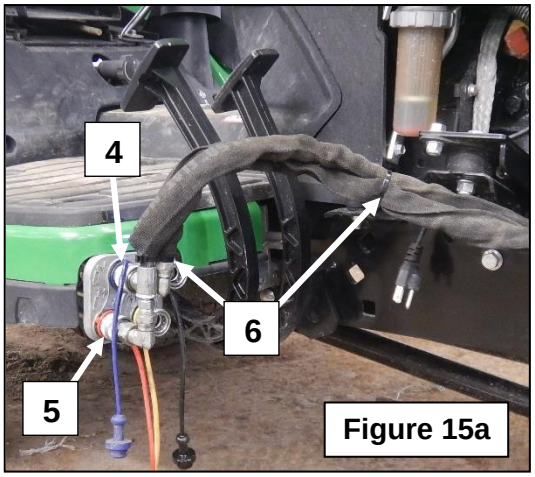

Figure 15a
3. **Figure 15a:** Insérer les anneaux de couleur bleu (item 4) et les anneaux de couleur rouge (item 5) aux endroits indiqués sur la figure 15a.
4. **Figure 15a:** Fixer les deux boyaux hydrauliques avec deux attaches de nylon 8" lg. x 4.8mm (item 6) aux endroits indiqués sur la figure et couper l'excédent.